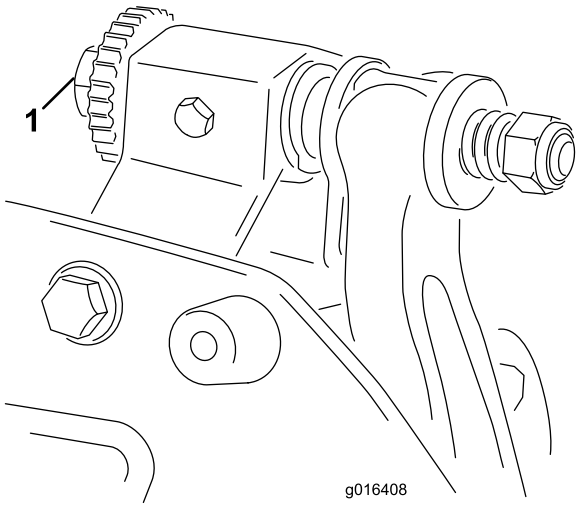

Figuur 9
1. Plaats de machine op een vlak, horizontaal oppervlak. Zorg ervoor dat de snijplaat geen contact maakt met de messenkooi door de stelschroeven van de snijbalk linksom te draaien (Figuur 9).